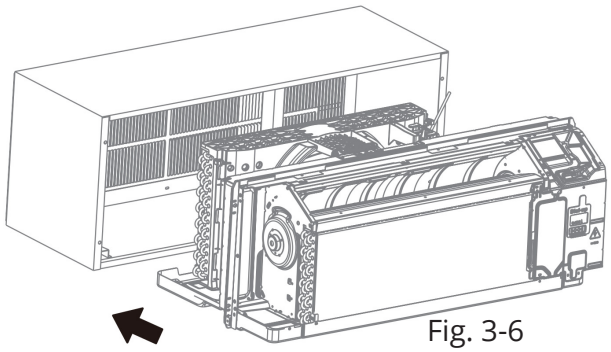
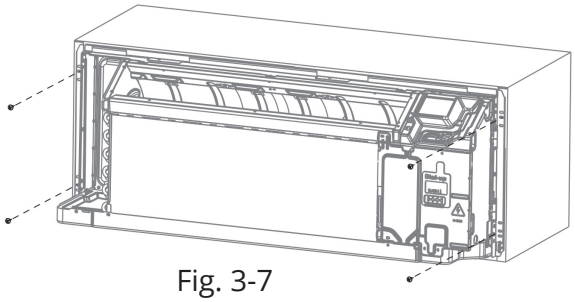

Fig. 3-6
Fig. 3-7
- Soulevez l'unité à l'horizontale et faites-la glisser dans le manchon mural jusqu'à ce qu'elle soit bien plaquée contre l'avant de celui-ci. Fixez-la à l'aide de 4 vis et rondelles (fournies avec le manchon) en les insérant dans les trous de la bride de l'unité. (Voir fig. 3-6 et fig. 3-7.)